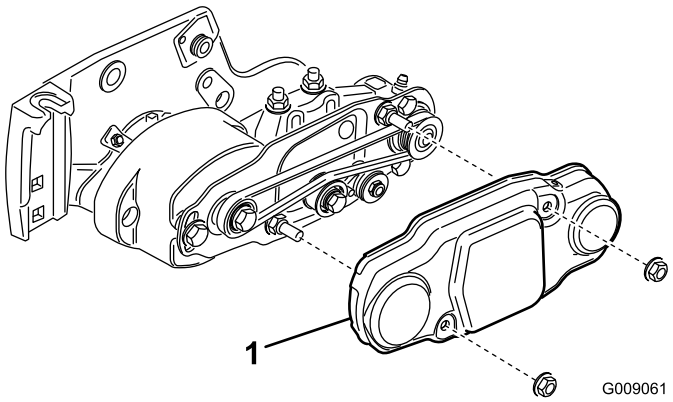

Figuur 18
25. Schuif de riemkap over de montagebouten en bevestig deze met 2 flensmoeren (Figuur 18).